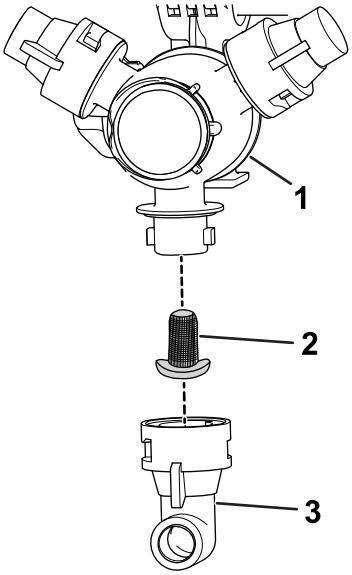

Figur 56
2. Fjern dysen fra sprederhodet (Figur 56).
3. Fjern det gamle dysefilteret (Figur 56).
4. Sett i det nye dysefilteret (Figur 56).
5. Monter dysen på sprederhodet (Figur 56).